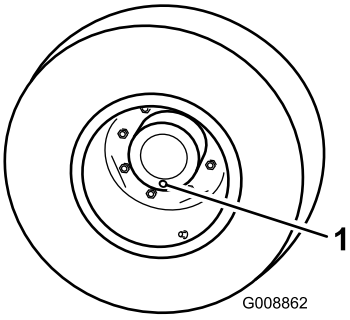

Rysunek 44
1. Ustaw maszynę na płaskim terenie z tak ustawionymi kołami, aby korek kontrolny/spustowy (Rysunek 44) znajdował się na godzinie 6.